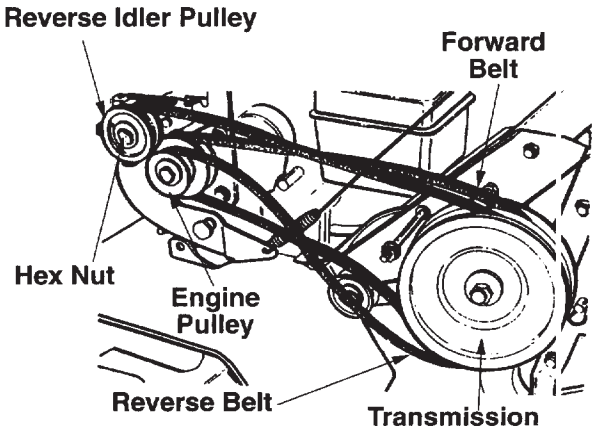

Figure 16. Model 390 Shown
5. Remove the hex nut which secures the reverse idler pulley to the idler bracket. Slide idler pulley out and remove the belt. **(See Figure 16)**
Forward Drive Belt (See Figure 16)